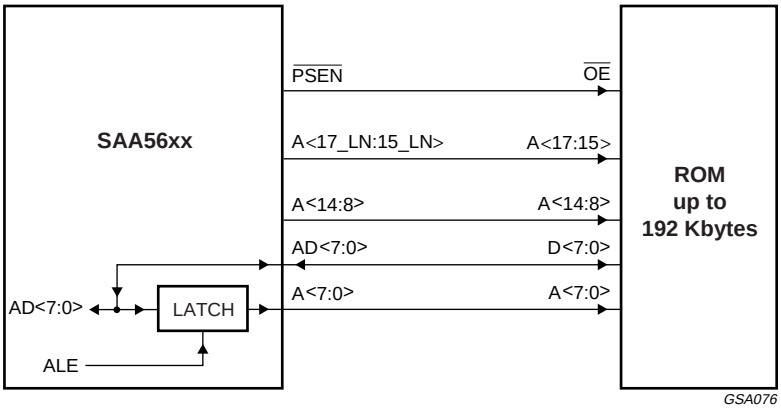

Fig.13 External ROM configuration.
**External program ROM (pin $\overline{EA}$ tied LOW):** the internal microcontroller logic makes it possible to only address 192 bytes of external program ROM with linear addressing. Figure 13 shows the interface connections.